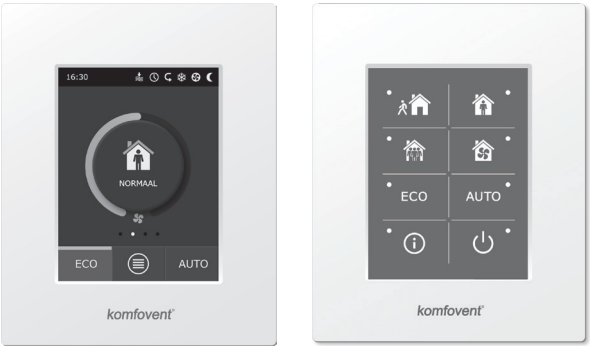

Afb. 2.1. Aanbod aan bedieningspanelen
De luchtbehandelingsunit kan worden bediend met een van beide volgende panelen (afb. 2.1).
* Uitsluitend op het C6.1 paneel (zie afb. 2.1).